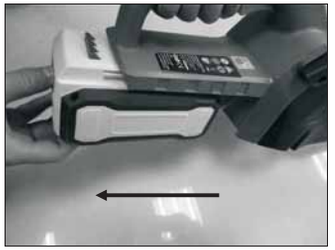

Abb.5B
2. Nehmen Sie den Akku aus dem Gerät heraus. (Abb.5B)